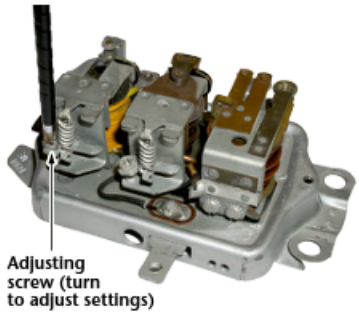

Figure 4-2-6. Adjusting voltage regulator setting.
Voltage regulator. Two checks and adjustments are required on the voltage regulator, air gap, and voltage setting. Voltage regulator setting is shown in Figure 4-2-6.
- Adjust in same manner as described for the voltage regulator (Figure 4-2-6).
- Adjust in the same manner as described for the voltage regulator (Figure 4-2-6).